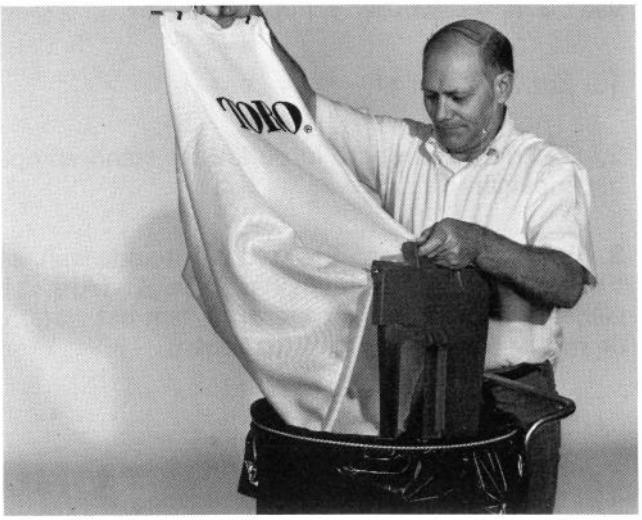

Afbeelding 19
8. Om het gras te dumpen, laat de zakhandle aan de voorkant los en licht de achterkant van de zak op (Afb. 19).